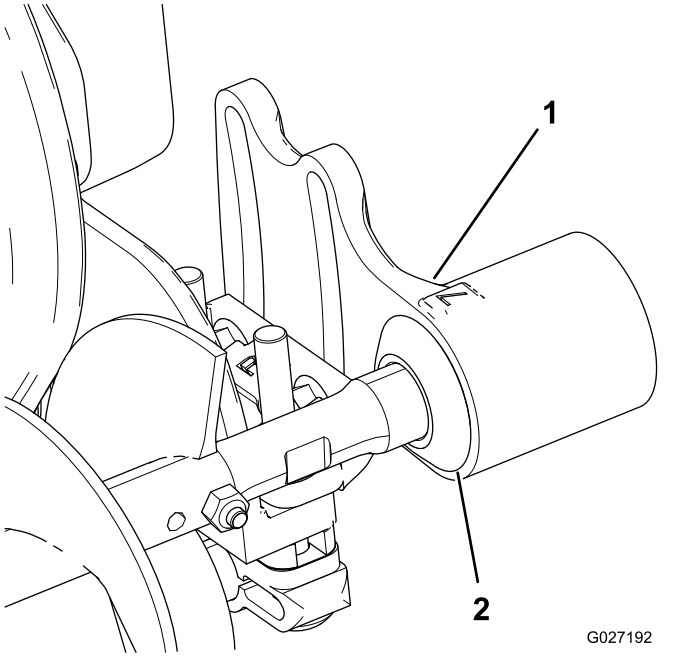

Rysunek 11
1. Przesuń każdą z uszczelek wargowych na zewnątrz, aż uszczelki wargowe będą lekko dotykać każdej obudowy łożyska (Rysunek 11).